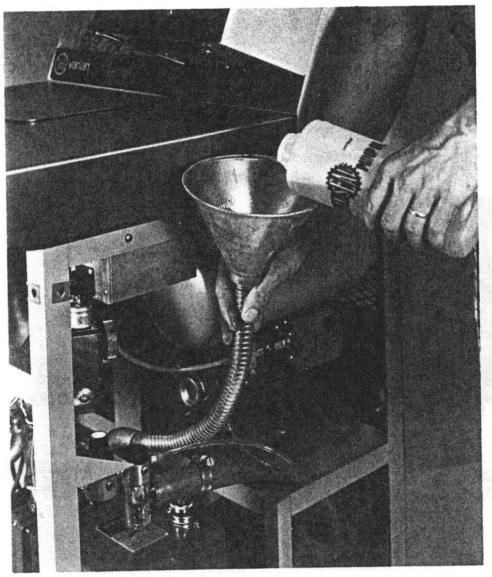

Figure 6-4.
9. Refill with proper charge of fresh oil (see Figure 6-4). The standard 5.6 cfm pump requires 2.3 quarts of Welch Pump oil. The optional 10.6 cfm pump requires 2.5 quarts of Welch Pump oil. Fill so that oil level is between the two lines on the sight glass when the pump is operating.